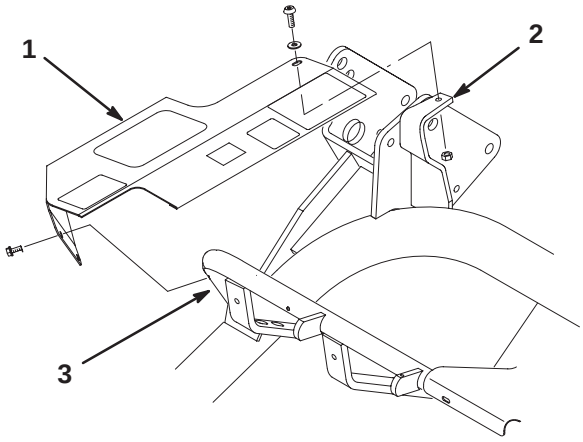

**Figure 8**
**1.** Align the cover mounting holes with the holes in the frame tube and mounting bracket (Fig. 8).
**2.** Loosely secure the rear of the cover to the top of the mounting bracket with a socket head screw (1/4 x 3/4 in.), washer (1/4 in.), and a locknut (1/4 in.) (Fig. 8).
**3.** Loosely secure the front of the cover to the frame tube with two self tapping screws (Fig. 8). Tighten all of the cover mounting fasteners.